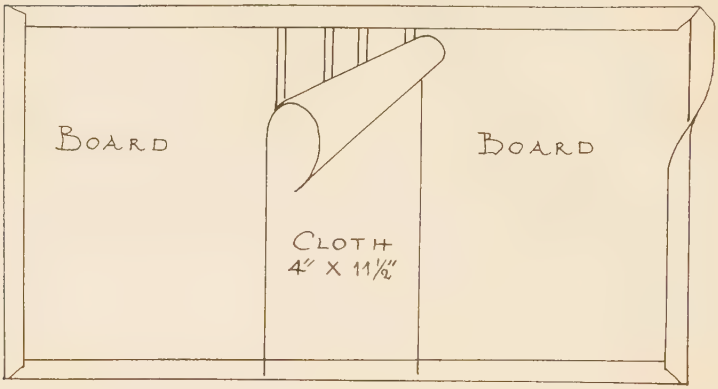

Fig. 100—Mounting Cloth Lining over Inside Surface of Boards
1. Glue-off reverse side of cloth and place over board joints from one large board to other. (Fig. 100.)